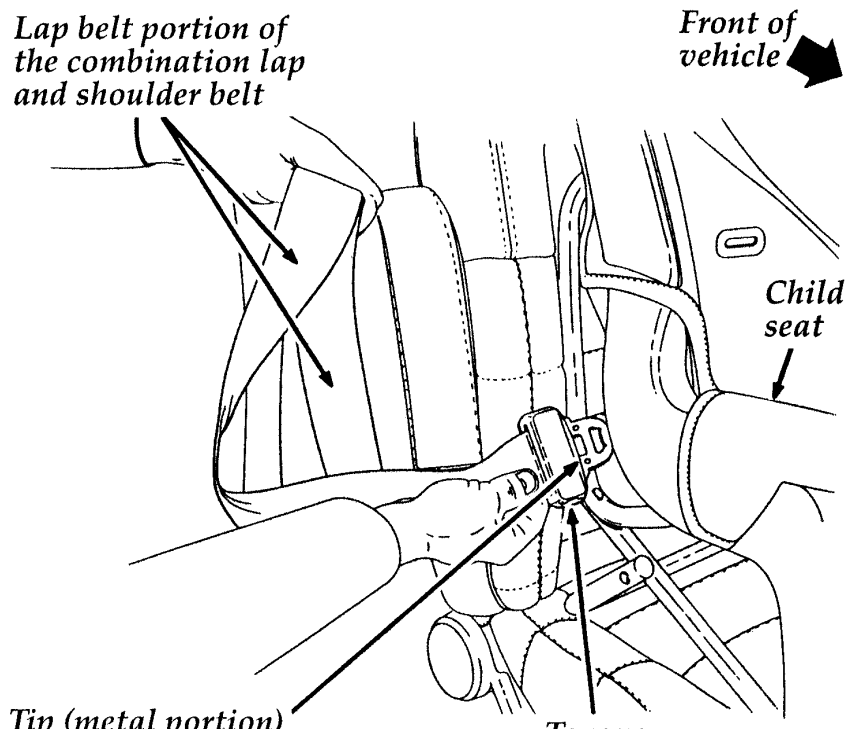

Figure 2
4. While holding the shoulder and lap belt portions together, route the tongue and webbing through the child seat according to the child seat manufacturer's instructions. See Figure 2. Be sure that the belt webbing is not twisted.